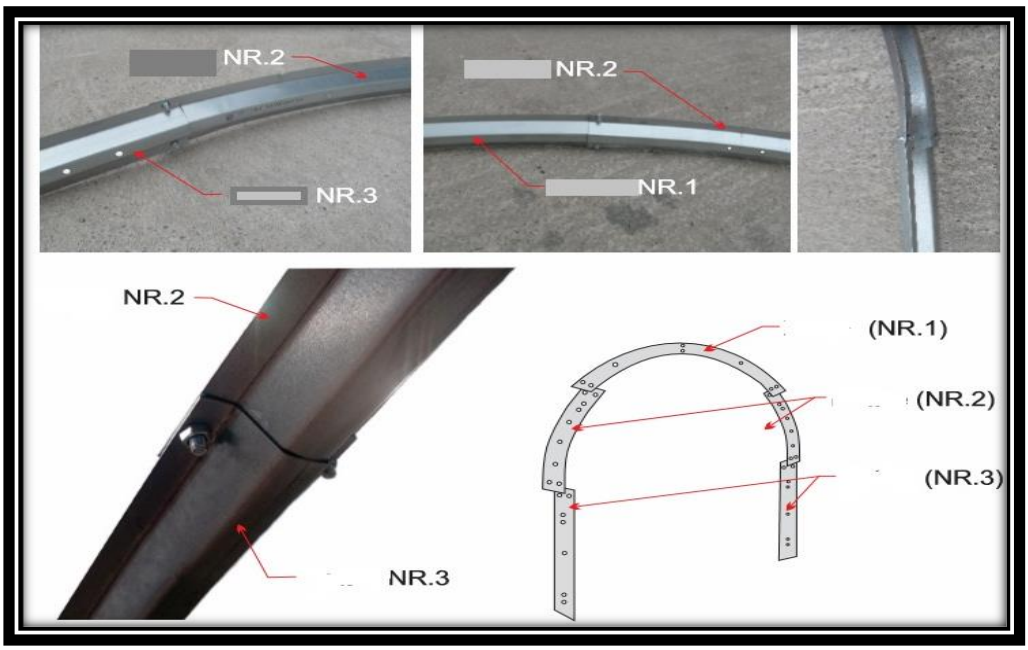

Bild 7
Sätt fast sidovalven (Nr. 2) i de nedre delarna av valvet (Nr. 3). Placera det korta valvet upptill i mitten av sidovalven. Använd skruvar (16) och muttrar (19) (Bild 7) **TÄNK PÅ: Varje övre del täcker delen under. Änden av del Nr. 2 som har två vertikala anslutningshål (för att fästa valv/tvärstänger) (Nr. 5) är ansluten till del Nr. 1.**